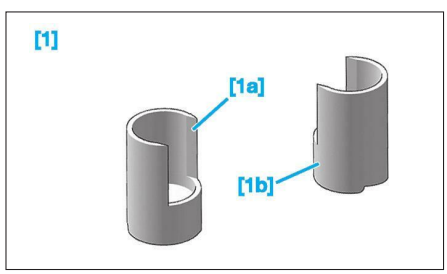

**Fig. 35**
- [1]. Cale de mise à hauteur de la suspension arrière P.1004 **(Fig.35)** :